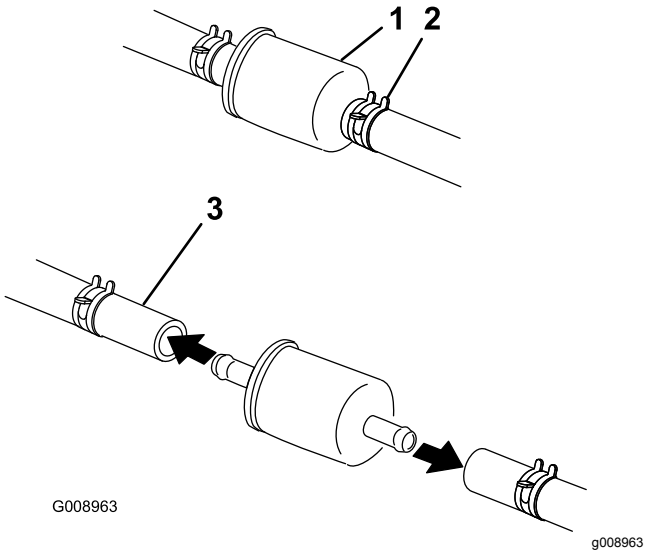

Figur 62
4. Stäng bränslekranen under sätet (Figur 62).
5. Kläm ihop ändarna på slangklämmorna och skjut bort dem från filtret (Figur 62).
7. Montera ett nytt filter och för tillbaka slangklämmorna tätt intill filtret igen (Figur 62).